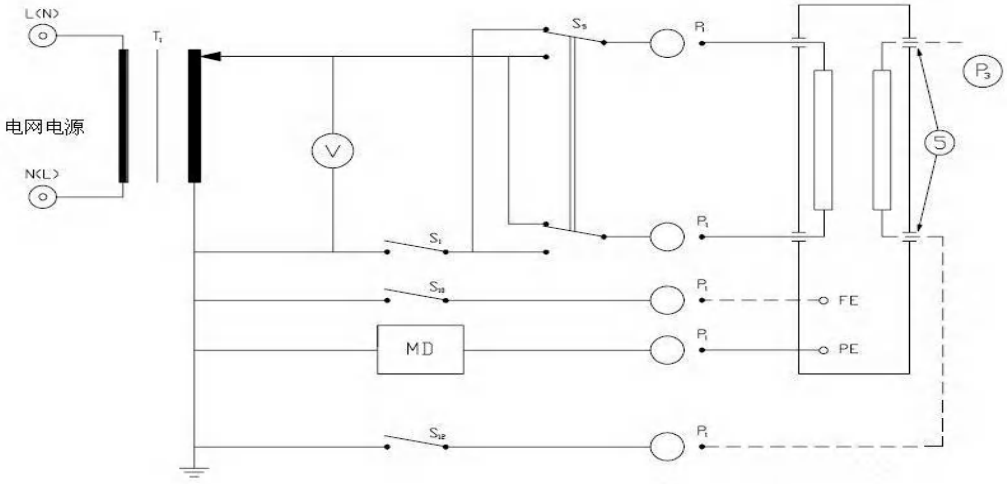
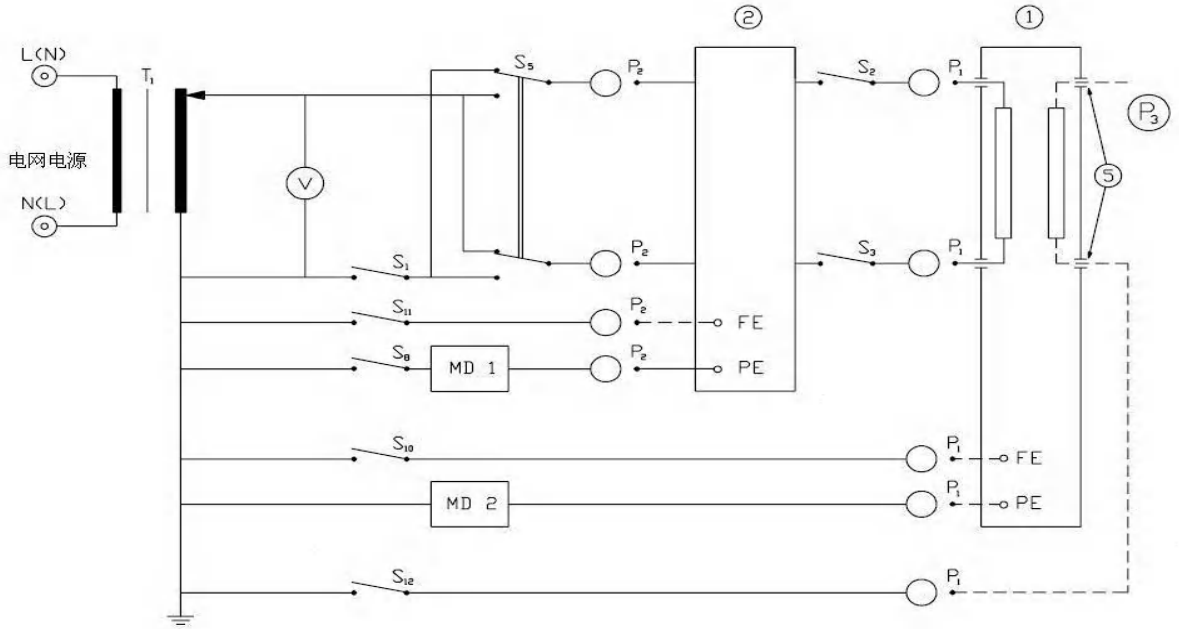

图16 具有或没有应用部分Ⅰ类设备对地漏电流的测量电路
图 17 使用规定的 I 类单相电源，具有或没有应用部分的设备对地漏电流的测量电路
(2) 将被测医用电气设备(FE)与仪器 (FE)连接端连接，将Fe连接端的接地开关按下，使 FE 端接地；
(3) 将被测医用电气设备保护接地(PE)与测量装置 (MD) 输入端 （ 下面端子）连接，测量装置 (MD) 输入端（接地端 ）（上面端子）的接地开关按下，使该端接地；将正常 / 单一故障切换开关按下，为“ 正常状态 ” ；
(4) 按起动按钮，微调泄漏测试电压调节钮 ，使测试电压调至最高额定网电压的 110% ；
(5) 切换测试电源供电电路极性转换开关 (S5)分别读出泄漏电流值；
(6) 按复位钮，切断测试电压， 将正常 / 单一故障切换开关弹出，为“单一故障状态”；
(7) 按起动按钮，切换测试电源供电电路极性转换开关(S 5)分别读出泄漏电流值。
(8) 若在测试过程中报警，则被测医用电气设备的对地漏电流过大，不合格，按复位钮，将使仪器复位。
(9) 符合 GB9706.1 图 16，图 17 。